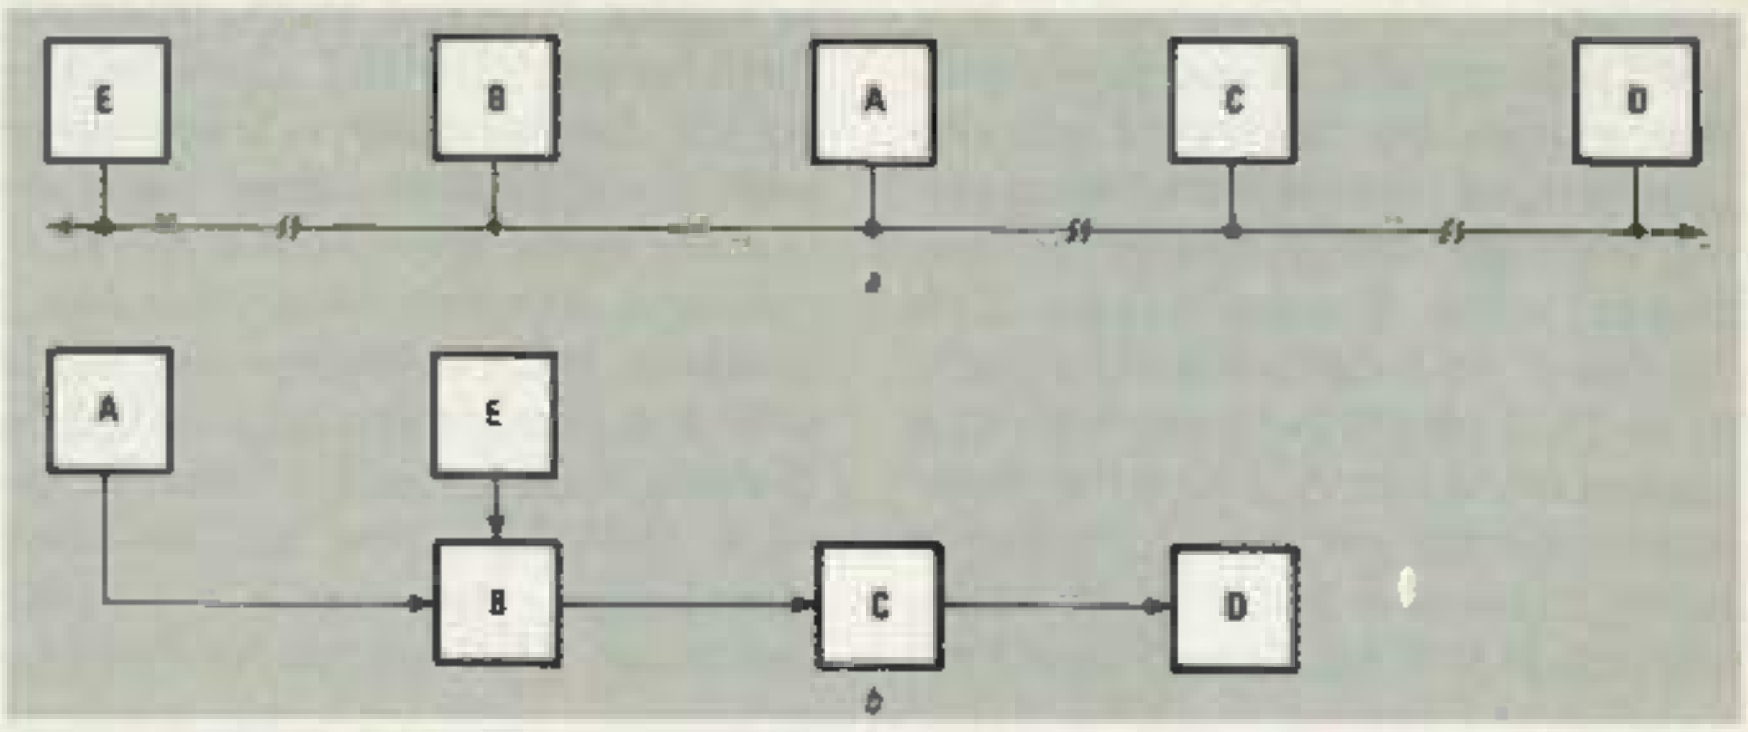

FIG. 1
■Based on surface acoustic wave (SAW) technology, the Zenith system relies on piezoelectric elements to generate SAWs. Acoustic reflector strips on each edge of the tube face send the SAWs across the screen and an invisible matrix of touchpoints is created. (See Fig. 1)
FIG. 1—THE ZENITH ACOUSTIC TOUCHSCREEN system is the first to offer three-dimensional touchpoints. It uses acoustic wave technology to create a matrix of inaudible soundwaves across the tube face, providing a depth coordinate as well as vertical and horizontal points.
The idea behind packet radio is shown in Fig. 1-*a*. For purposes of discussion, let's assume that data originates as entries on a keyboard, just as an actual message might originate. But that data could be chunks of a large database, programs, or just about anything else that can be represented in digital form.
If data must be echoed through a repeater in order to reach its destination, other nodes pick it up and pass it along. As shown in Fig. 1-*b*, the signal might travel through nodes *B* and *C* before they actually reach node *D*. Obviously, then, nodes *B* and *C* must be smart enough to know that they have to pass the signal on.